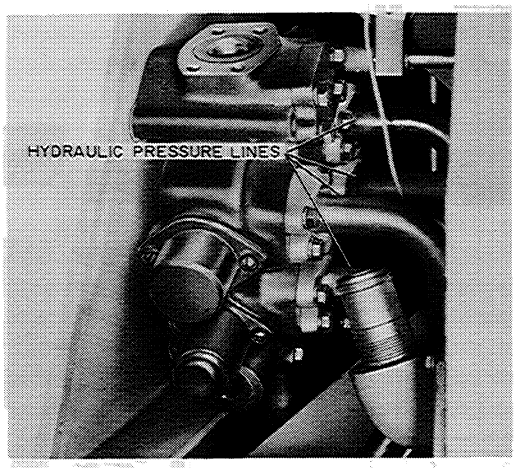

Figure D-55
2. Remove the capscrews and split flanges from the four hydraulic pressure lines on the side of the control valve, Figure D-55.